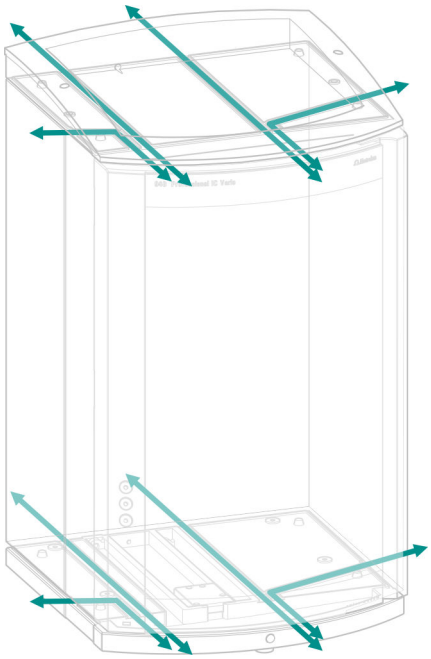

Abbildung 5 Kanäle für Kapillaren
- Kanäle zwischen dem Gerät und der Bodenwanne sowie zwischen dem Gerät und dem Flaschenhalter *(siehe Abbildung 5, Seite 14)*